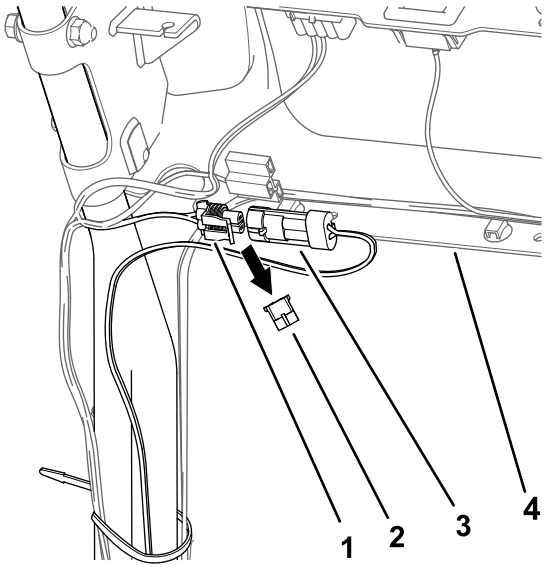

Figur 16
1. På baksiden av konsollen fjerner du pluggen fra maskinledningssatsens kontakt med to sokler (Figur 16).
2. Koble LED-lysledningssatsens kontakt med to pinner til maskinledningssatsens kontakt med to sokler (Figur 16).